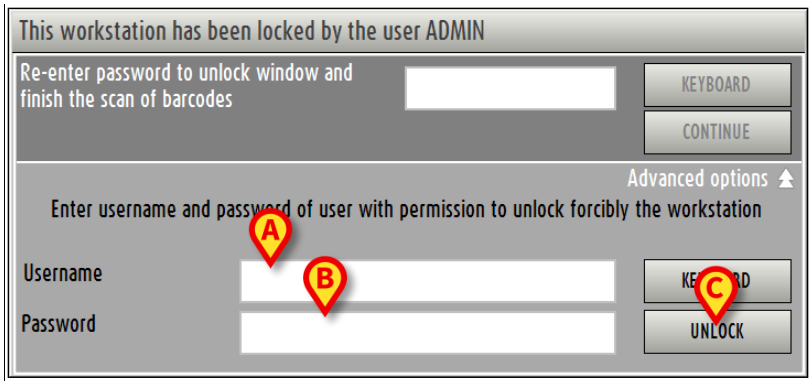

Fig 37 - Advanced options
The window changes in the following way (Fig 37).
- Insert the username of the new user in the "Username" field (Fig 37 **A**).
- Insert the password of the new user in the "Password" field (Fig 37 **B**).
- Click the **Unlock** button (Fig 37 **C**).